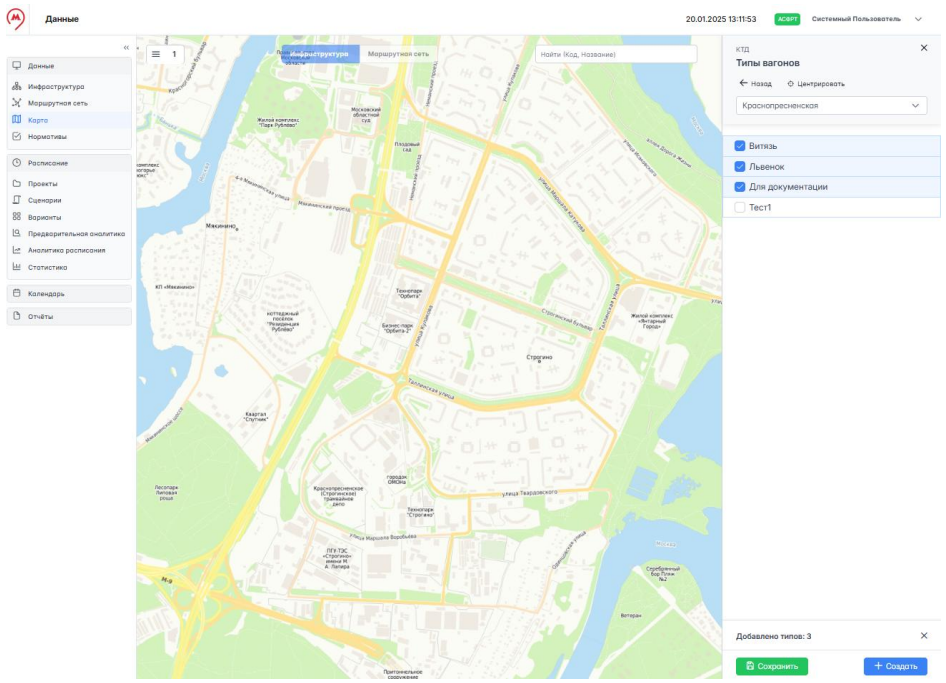

Рисунок 77 – Окно "Типы вагонов"
Все основные действия с типами вагонов происходят в окне "<Название депо> Типы вагонов" (рисунок 77), которое открывается при нажатии на кнопку + Добавить тип:
, откроется окно "<Название депо> Типы вагонов" (см. рисунок 77).
1. Нажать на кнопку + Добавить тип, откроется окно "<Название депо> Типы вагонов" (см. рисунок 77).